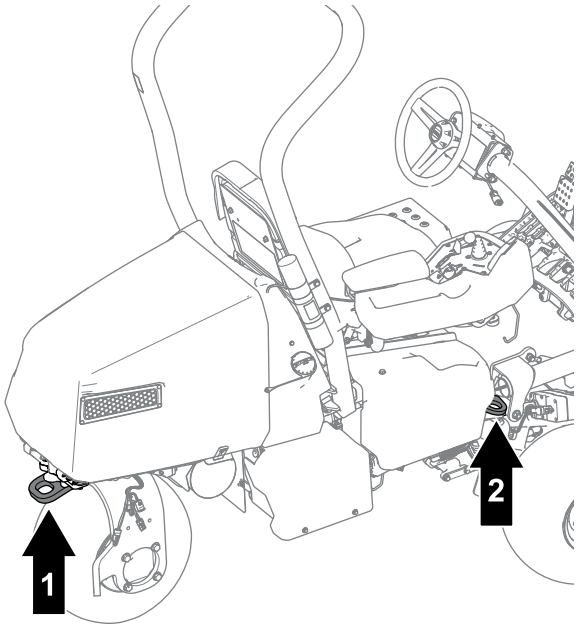

Figuur 35
- Zet de machine goed vast met spanbanden, kettingen, kabels of touwen. Zowel de voorste als de achterste spanband moet naar beneden en naar de buitenkant van de machine lopen (Figuur 35).